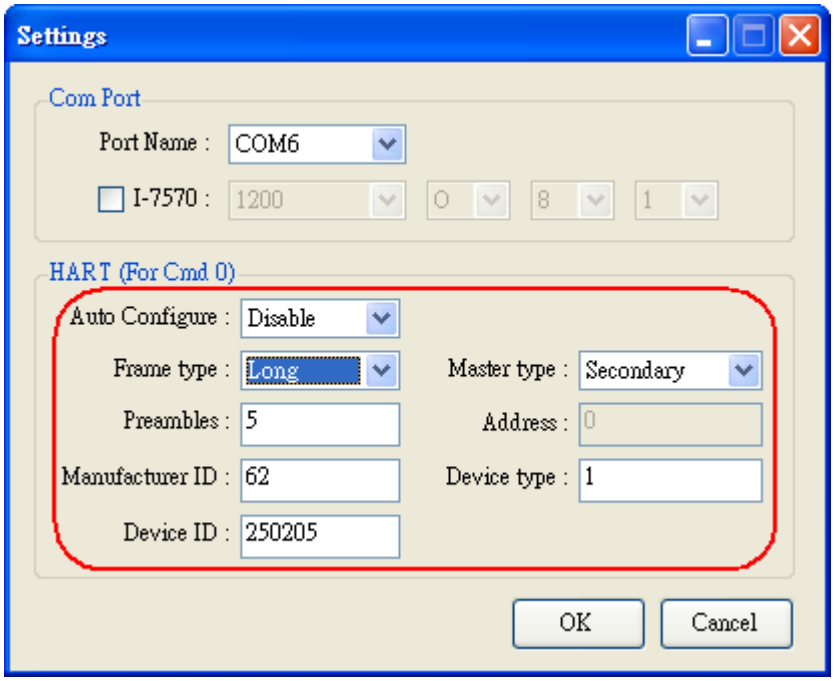

Figure 4-6**:** Long frame settings
(2) If the option of “Frame type” field is “Long”, then “Master type”, Preambles”, “Manufacturer ID”, “Device type”, “Device ID” fields need to be configured like Figure 4-6.